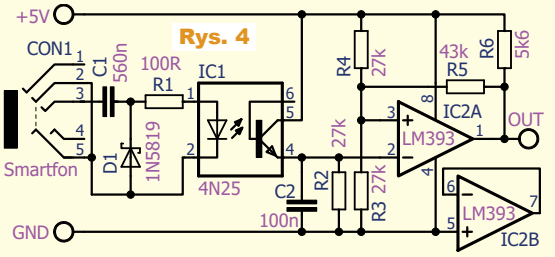

Rys. 4
*1V, trochę mało, ale nie jest źle. Zrobiłem prosty schemat (**rysunek 4**) i przeniosłem go na płytkę stykową (**fotografia 3**). Wartości elementów nie są ostateczne ani nawet policzone – te elementy miałem po prostu pod ręką w zapasach.*